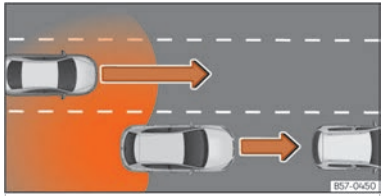

Fig. 119 Avançament amb trànsit a la part posterior.
- Quan us avança un altre vehicle ››› fig. 119.